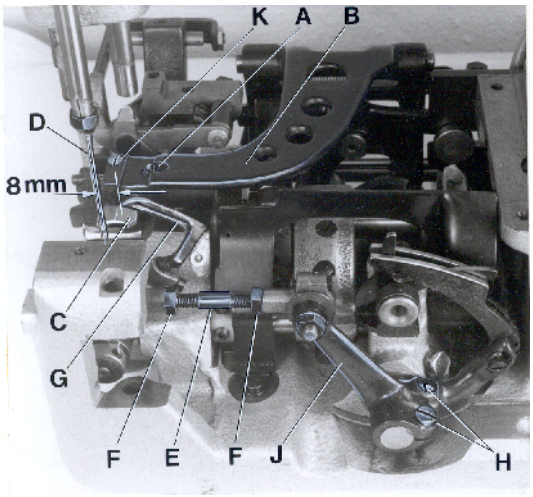
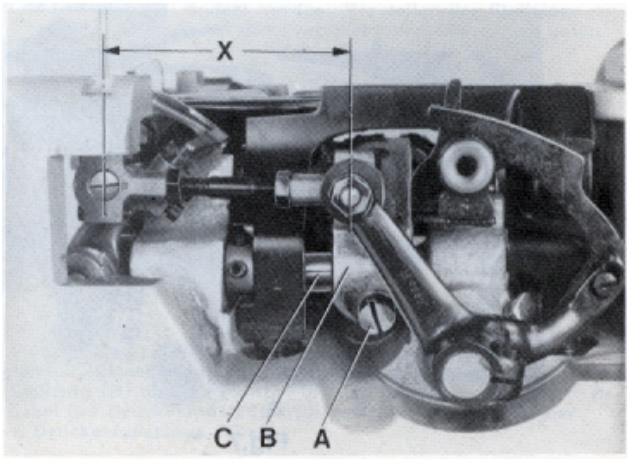
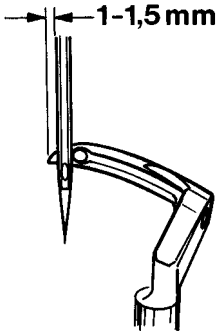
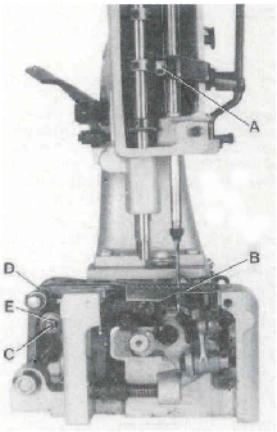

Fig. 3
Fig.4
Fig.5
Fig.6
Remove the presser foot, throat plate and feed dog and on styles 80800H and HA also the needle guard for convenient access to the machine. On styles 80800C, D and E loosen the screw (A, Fig. 3) in the feed bar (B) and push the feed bar needle guard (C) to the rear to avoid its contacting the needle (D).
For the two thread double locked stitch styles 80800C, E, H and HA, set the looper connecting rod (E) so the distance (X, Fig. 4) between the center lines of the two ball joints is 69.8 mm (2 3/4"). The dimension (X, Fig. 4) should be 68.3 mm (2 11/16) on the single thread chain stitch style 80800D. For adjustment loosen the two nuts (F, Fig. 3) and turn connecting rod (E) forward or backward as required to obtain specified dimension, retighten nuts (F).
Rotate the machine pulley in operating direction so that the looper moves from right to left. The looper point should pass as close as possible to the back of the needle without contacting 0.08 to 0.13 mm (.003 to .005") clearance. For adjustment loosen screws (A, Fig. 4) in the looper eccentric fork (B) and turn looper rocker shaft (C) on the looper rocker forward or backward as required. Retighten screw (A).
Zur bequemeren Einstellung entfernen Sie Drückerfuß, Stichplatte und Transporteur und bei den Maschinen 80800H und HA auch den Nadelanschlag. Lösen Sie bei den Maschinen 80800C, D und E die Schraube (A. Fig. 3) im Transporteurträger (B) und drücken Sie den Nadelanschlag nach hinten, damit er die Nadel (D) nicht berühren kann.
Bei den Zweifaden-Doppelkettenstichmaschinen Typen 80800C, E, H und HA muß die Greiferverbindungsstange (E) so eingestellt sein, daß der Abstand (X, Fig. 4) von der Mitte zu Mitte Kugelgelenk 69,8 mm beträgt. Bei der Einfaden-Einfachkettenstichmaschine Typ 80800D beträgt der Abstand (X, Fig. 4) 68,3 mm. Zum Einstellen lösen Sie die beiden Muttern (F, Fig. 3) und drehen die Verbindungsstange (E) vor oder zurück bis der erforderliche Abstand erreicht ist. Ziehen Sie die Muttern (F) wieder an.
Drehen Sie die Riemenscheibe in Nährichtung so, daß sich der Greifer von rechts nach links bewegt. Die Greiferspitze soll so dicht wie möglich hinter der Nadel vorbeigehen, ohne diese zu berühren (0,08 bis 0,13 mm Abstand). Zur Einstellung lösen Sie die Schraube (A, Fig. 4) in der Greiferexzentergabel (B) und schwenken die Greiferhebelwelle (C) am Greiferhebel mit Greifer nach Bedarf vor oder zurück. Ziehen Sie die Schraube (A) wieder an.
Remove the face cover on machine arm. Rotate machine pulley in operating direction until the looper point, moving to the left, projects 1 to 1.5 mm (.040" to .060") left of the needle (see Fig. 5). Lower edge of looper and upper edge of needle eye must be flush in this position. If adjustment is necessary, loosen clamp screw (A, Fig. 6) in the needle bar connection and move the needle bar up or down, as required. Retighten screw (A) and remount face cover.
At highest point of feed dog travel, the feed dog (B, Fig. 6) should be set so, that the rear teeth project their full depth above the throat plate surface. For setting remove the feed dog and adjust the supporting screw (K, Fig. 3) on the top of the feed bar to the required height. Remount the feed dog, and on styles 80800H and HA also the needle guard.
On styles 80800C, D and E stud (C, Fig. 6) for chainging the stitch length is accessible from the outside. On styles 80800H and HA the housing for the tape cutter and the rear cloth plate have to be removed for changing the stitch length.
Entfernen Sie den Stirndeckel am Maschinenarm. Drehen Sie die Riemenscheibe in Nährichtung bis die sich nach links bewegende Greiferspitze 1 bis 1,5 mm links der Nadel steht (siehe Fig. 5). In dieser Stellung müssen Unterkante Greifer und Oberkante Nadelöhr bündig sein. Ist eine Einstellung notwendig, lösen Sie die Klemmschraube (A, Fig. 6) im Nadelstangenmitnehmer und schieben die Nadelstange (B), je nach Bearf, nach oben oder unten. Ziehen Sie die Schraube (A) wieder an und montieren Sie den Stirndeckel.
Im höchsten Punkt der Transporteurbewegung sollen die hinteren Zähne des Transporteurs (B, Fig. 6) eine volle Zahnhöhe über die Stichplattenoberfläche hinausragen. Zur Einstellung entfernen Sie den Transporteur und stellen die Stützschraube (K, Fig. 3) oben im Transporteurträger auf die entsprechende Höhe. Montieren Sie den Transporteur wieder, bei den Maschinen 80800H und HA auch den Nadelanschlag.
Bei den Maschinen 80800C, D und E ist der Bolzen (C, Fig. 6) zum Einstellen der Stichlänge von außen zugänglich. Bei den Maschinen 80800H und HA muß zum Einstellen der Stichlänge das Gehäuse für den Bandabschneider und die hintere Stoffplatte entfernt werden.
The length of the stitch can be adjusted by raising or lowering the stud (C, Fig. 6) in the segment slot of the feed rocker (D). Lowering stud (C) will lengthen the stitch. After lossening nut (E), stud (C) can be moved accordingly. When the desired stitch lenght is obtained, retighten nut (E).
Die Stichlänge kann durch höher- oder tieferstellen des Bolzens (C, Fig. 6) in der Nut des Transportrahmen (D) verändert werden. Tieferstellen des Bolzen (C) verlängert den Stich, höherstellen verkürzt ihn. Nach Lösen der Mutter (E) läßt sich der Bolzen (C) entsprechend verschieben. Wenn die gewünschte Stichlänge eingestellt ist, ziehen Sie die Mutter (E) wieder an.
The needle guard (C, Fig. 3) has to be set so, that it just contacts the needle at its most forward point of travel, without deflecting it.
On styles 80800C, D and E loosen screw (A, Fig. 3) in the feed bar (B) and adjust the needle guard (C) accordingly. Retighten screw (A).
Der Nadelanschlag (C, Fig. 3) muß so eingestellt sein, daß er in der vordersten Stellung seiner Bewegung gerade die Nadel berührt, aber nicht ablenkt.
Zur Einstellung lösen Sie bei den Maschinen 80800C, D und E die Schraube (A, Fig. 3) im Transporteurträger (B), und stellen den Nadelanschlag (C) entsprechend ein. Ziehen Sie die Schraube (A) wieder an.